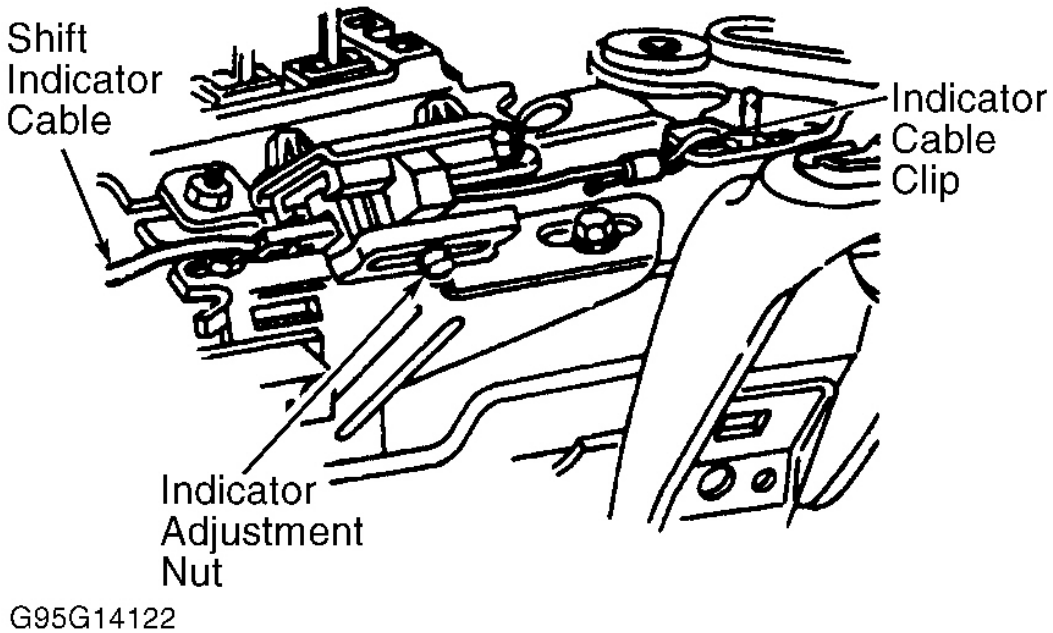

Fig. 5: Adjusting Column Shift Indicator ("E" & "K" Bodies)
2. Move shift lever through all positions, and back to Neutral to check adjustment. Verify pointer indicates proper gear position, and does not show 2 gear positions at same time. See **Fig. 5** .